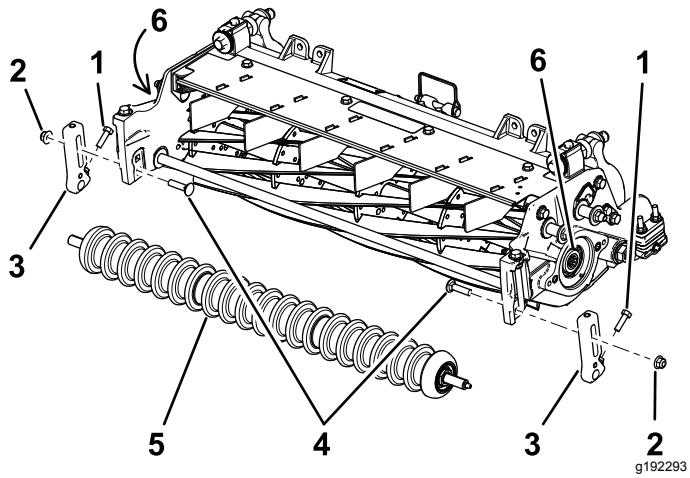

Figuur 3
2. Verwijder de slotbouten en borgmoeren waarmee de maaihoogtebeugels aan de zijplaten van de maai-eenheid zijn bevestigd (Figuur 3).
3. Maak de schroeven los waarmee de maaihoogtebeugels zijn gemonteerd op de as van de voorrol (Figuur 3).
4. Verwijder de aanwezige maaihoogtebeugels en de voorrol van de zijplaten van de maai-eenheid (Figuur 3).
6. Verwijder de aanwezige spie-as insteekstukken uit elk uiteinde van de as van de messenkooi met het speciale gereedschap (onderdeelnummer TOR4074 voor 17,8 cm messenkooien) en gooi deze weg. Zie Figuur 3.